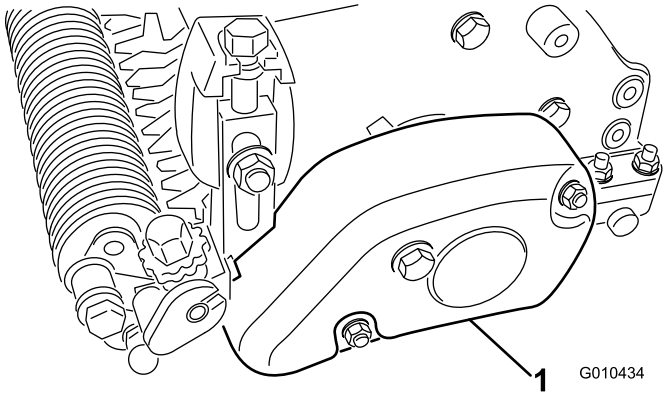

Figur 28
1. Fjern remskærmen fra trimmerhuset (Figur 28).